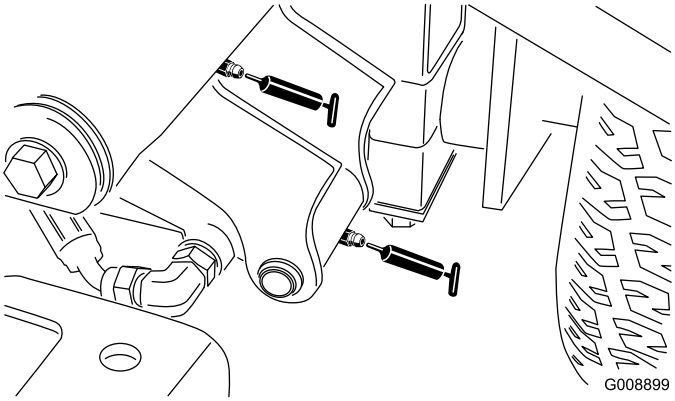

**Figur 52**
- Venstre fremre løftearmstapp og løftesylinder (2) (Figur 52)